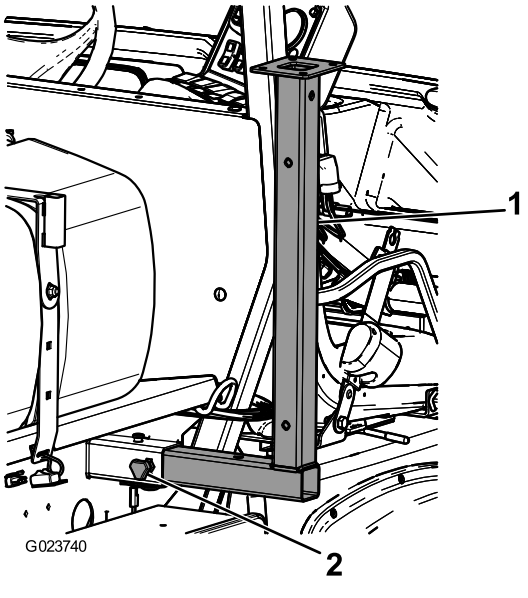

Figur 28
1. Sett de fremre jekkstøttene inn i rammen opp-ned ved de fremre festepunktene (Figur 28).